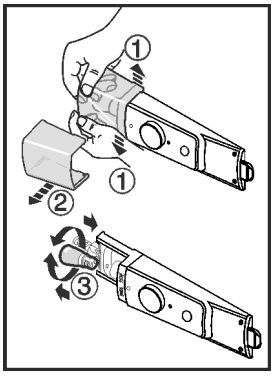

Fig. 10
- ▶ Osłonę żarówki, jak pokazane jest to na rysunku, wewnątrz, w przedniej części rozepchnąć *Fig. 10 (1)* i zdjąć ją w bok *Fig. 10 (2)*.
- ▶ Wymienić żarówkę. *Fig. 10 (3)*